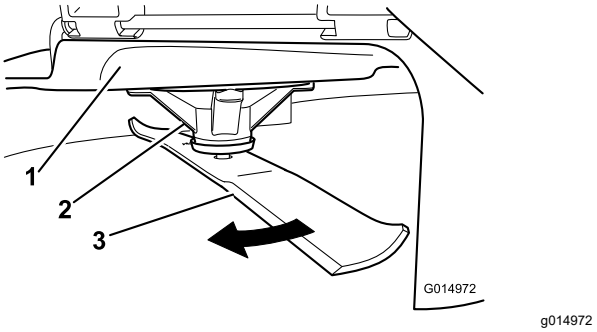

Figure 57
2. Enfilez des gants épais ou utilisez une autre protection adéquate pour les mains, et faites tourner la lame lentement jusqu'à une position permettant de mesurer correctement la distance entre le tranchant et la surface plane sur laquelle se trouve la machine (Figure 57).